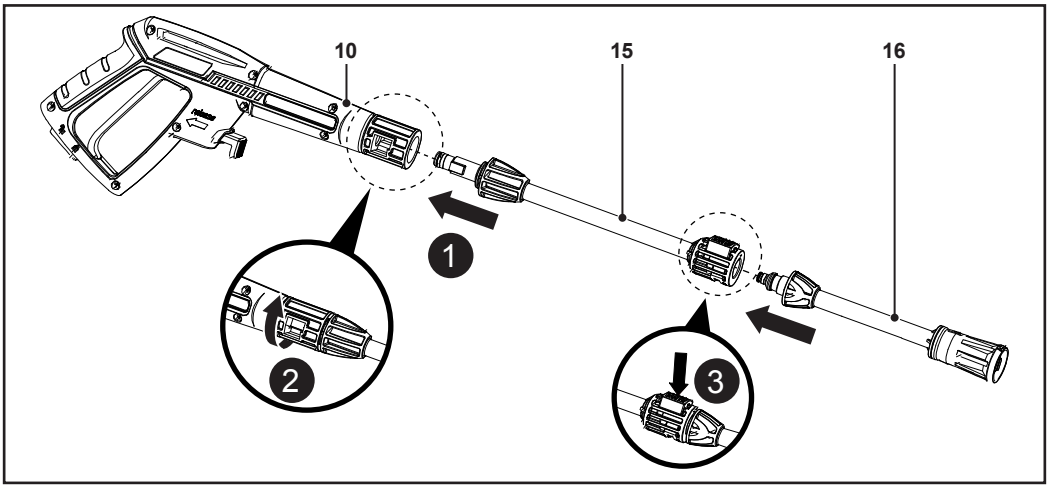

Fig. 4
1. Insert the lance (15), the adjustable nozzle (16), the rotary nozzle (17) or the detergent attachment (20) into the trigger gun (10) (Fig. 4, step 1). The protrusions on the lance, the adjustable nozzle, the rotary nozzle or the detergent attachment have to fit into the notches on the trigger gun.
2. While pushing the lance (15), the adjustable nozzle (16), the rotary nozzle (17) or the detergent attachment (20) firmly into the trigger gun (10), turn the lance, the adjustable nozzle, the rotary nozzle or the detergent attachment in a clockwise direction to securely lock it in place (Fig. 4, step 2).
3. Insert the adjustable nozzle (16), the rotary nozzle (17) or the detergent attachment (20) into the lance (15) (Fig. 4, step 3). The adjustable nozzle, the rotary nozzle or the detergent attachment audibly lock into place.